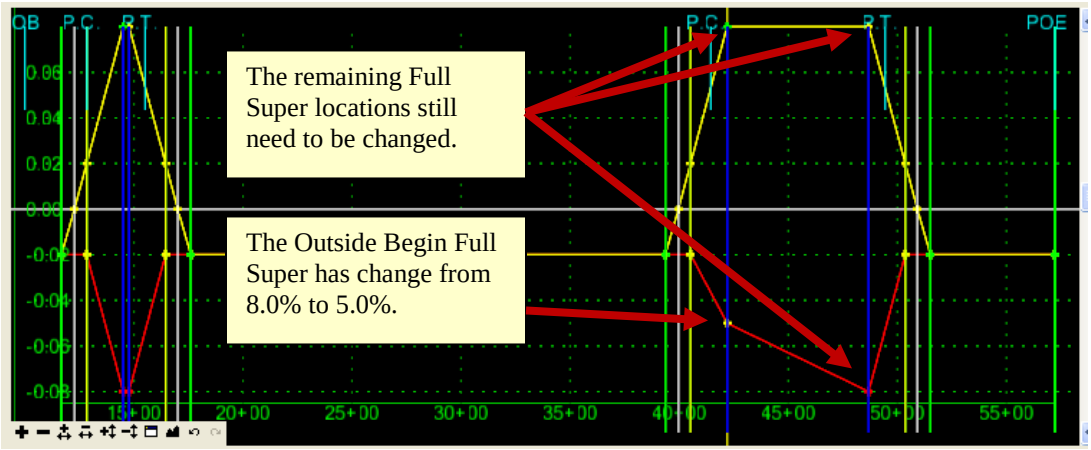

Figure L8-67 Superelevation Diagram
- Your Superelevation Diagram should change to that shown in *Figure L8-67*.